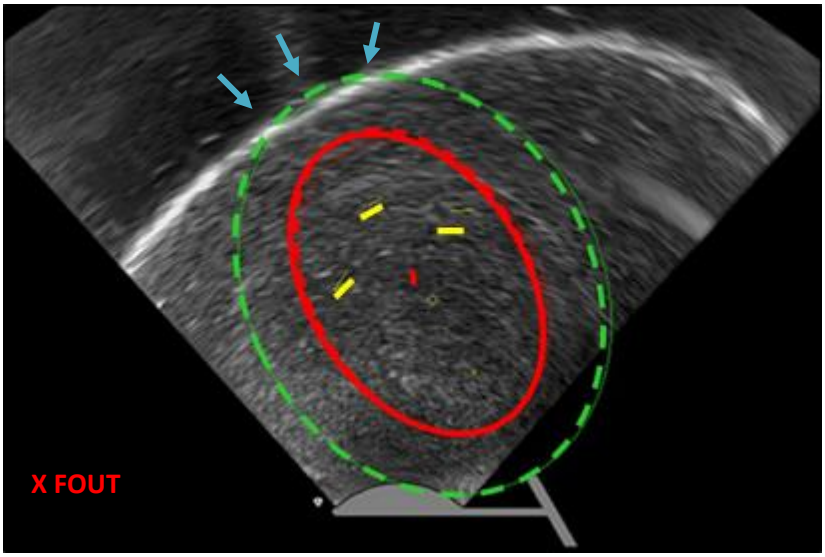

Afbeelding 4-22. Voorbeeld van thermische veiligheidsgrens die de tunica serosa passeert. Positioneer opnieuw en herhaal veiligheidsrotaties.
- de introducer volledig terugtrekken en de SMART Guide opnieuw positioneren; zie afbeelding 4-22.